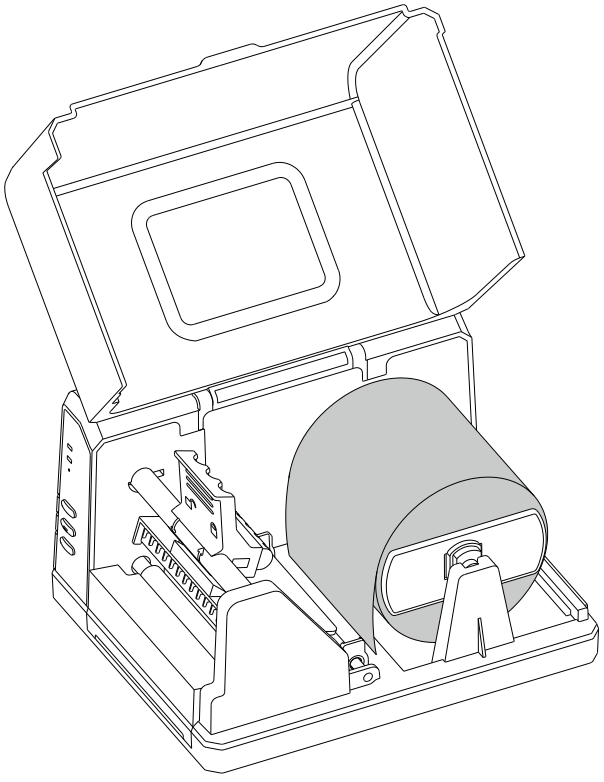

Figure 2-8 Load the Media
4. Position the media roll in the middle of the Spindle, using the ruler on the Media Spindle for alignment. See Figure 2-8.